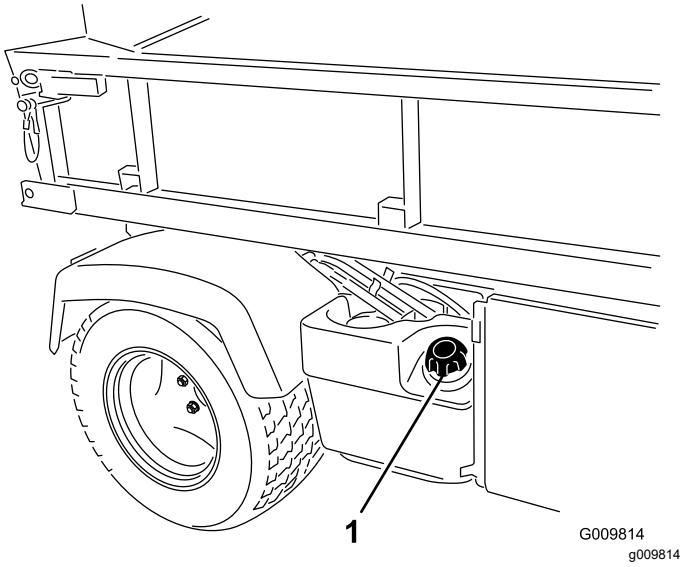

Figura 13
2. Retire el tapón del depósito de combustible (Figura 13).